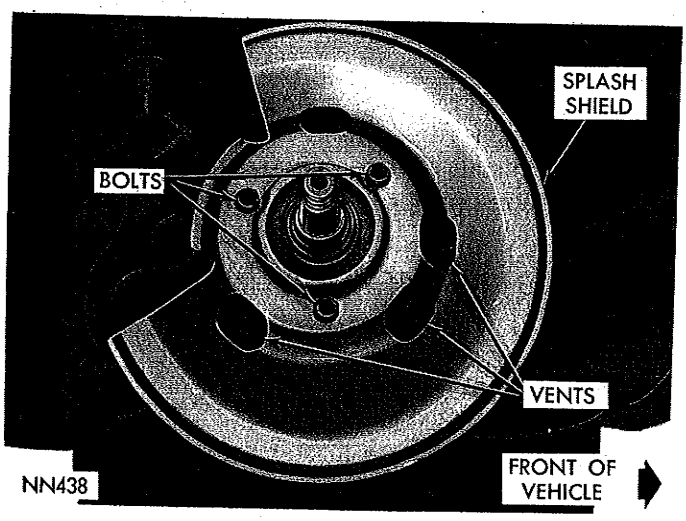

*Fig 18—Disc Splash Shield Mounting*
(3) Remove caliper assembly, as described under "Removing Caliper" paragraph. Do not disconnect brake line.
(4) Remove grease cup, cotter pin, nut lock, nut, thrust washer and outer wheel bearing.
(5) Pull braking disc and hub off wheel spindle.
(6) Remove bolts that attach splash shield (Fig. 18) to steering knuckle.
To install the braking disc splash shield, refer to (Fig. 18) then proceed as follows: